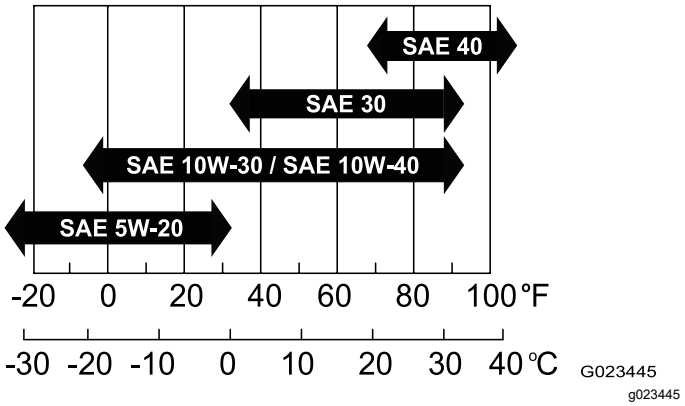

Rysunek 37
- **Lepkość:** SAE 30; pozostałe lepkości przedstawiono na poniższym wykresie (Rysunek 37):